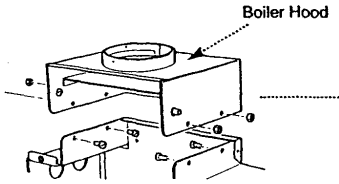

Fig. 8
2. Remove the boiler hood from it's packing on top of the boiler. The hood may be fitted now or when the boiler is in situ. Use the four nuts and set screws provided (Fig. 8).